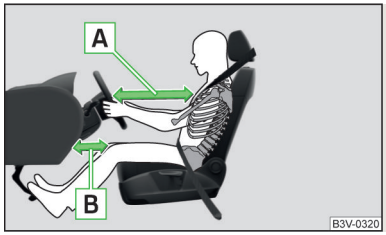

Fig. 22
- Es importante que el conductor y el acompañante mantengan una distancia mínima de 25 cm con respecto al volante o al cuadro de interruptores » fig. 22 - A. Si no respeta la esta distancia, el sistema de airbag no podrá protegerle. ¡Peligro de muerte! Los asientos delanteros y los reposacabezas siempre deben estar correctamente ajustados a la estatura del ocupante.
- Ajustar el asiento del conductor longitudinalmente de forma que la distancia de las piernas hasta el cuadro de interruptores en la zona del airbag para las rodillas sea al menos de 6 cm » fig. 22 - B. En caso de que no sea posible cumplir esta condición debido al tamaño del cuerpo, se debe acudir a un taller especializado.